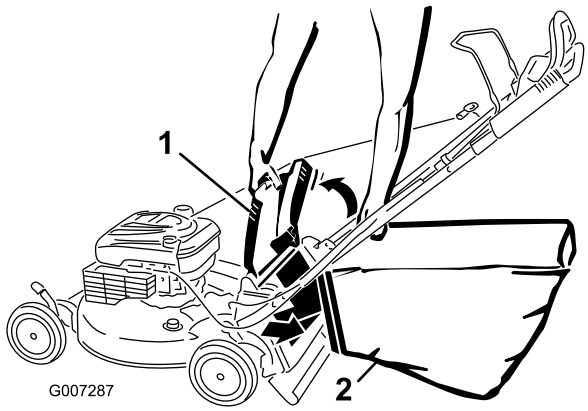

Figuur 21
4. Hang de grasvanger met de bovenste voorrand aan de inkepingen (Figuur 21).